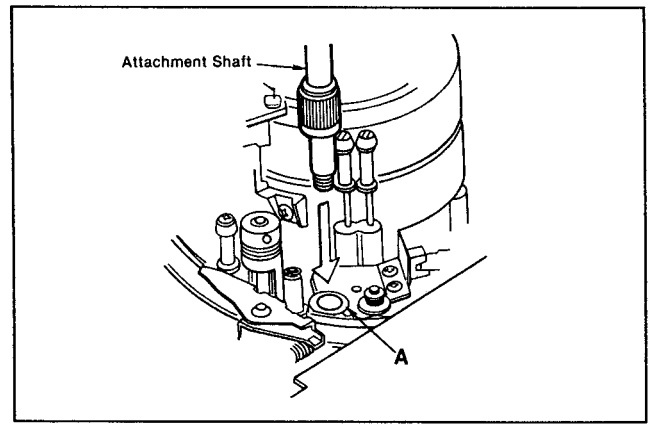

Fig. 4 Attachment Shaft
3. Install the attachment shaft to A position as shown in figure 4.